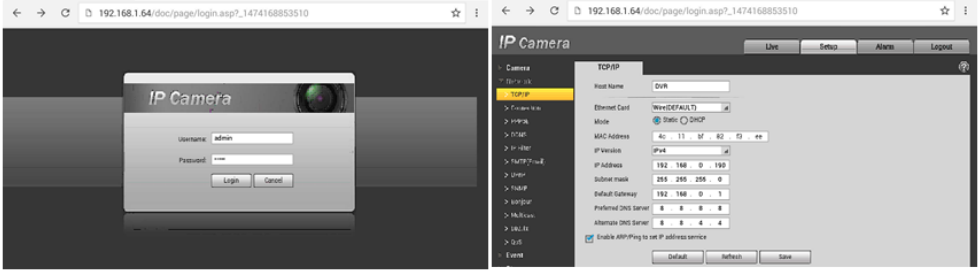

Рис. 20 WEB интерфейс IP-видеокамеры HIKVISION через браузер
3) В строке поиска введите IP-адрес видеокамеры и нажмите ОК на виртуальной клавиатуре. Если все сделано правильно, вы попадете в WEB-интерфейс IP-видеокамеры (рис.20), где потребуется ввести логин и пароль (обычно admin/admin для большинства видеокамер), указанные на наклейке на видеокамере, на коробке из под нее или в инструкции.